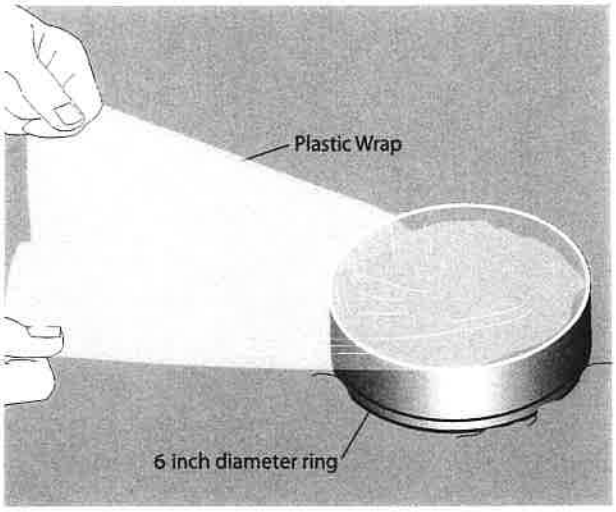

Figure 3
- Remove the plastic wrap by gently pulling it out, leaving the water in the ring (Figure 3). Note the time. Record the amount of time (in minutes) it takes for the 1 inch of water to infiltrate the soil. Stop timing when the surface is just glistening. If the soil surface is uneven inside the ring, count the time until half of the surface is exposed and just glistening. Record the time.